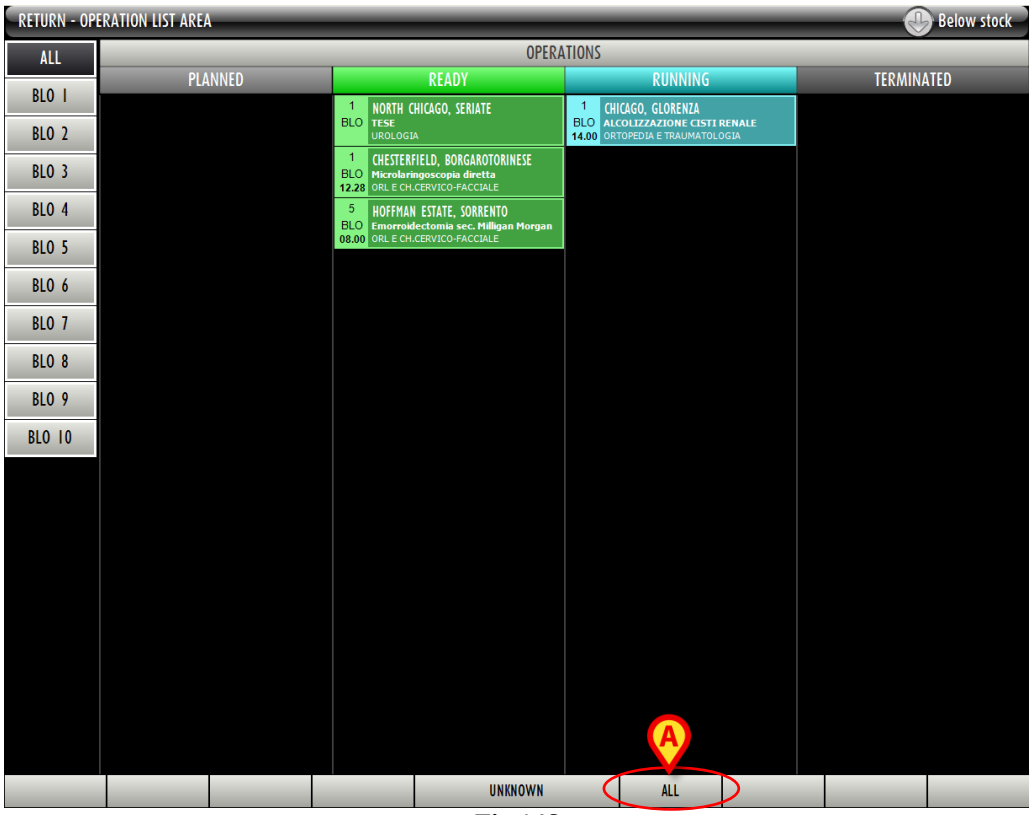

Fig 146
The **All** button on the command bar (Fig 146 **A**) displays the list of all the resources picked in the selected period. All the pickings are displayed: those associated to the operations, those associated to the cost centers, those associated to any other possible relevant entity.
- click the **All** button on the command bar (Fig 146 **A**).